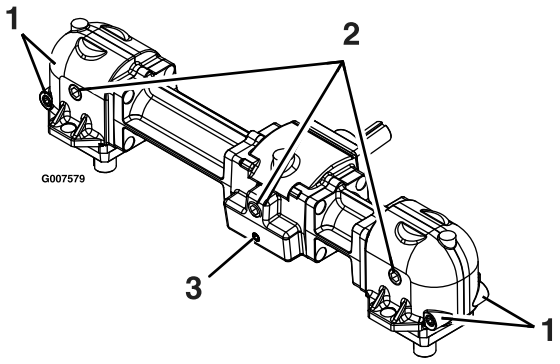

Figur 35
4. Fjern den store oljetappepluggen på forsiden av hver av de tre girkasseseksjonene, og tapp oljen (Figur 35).